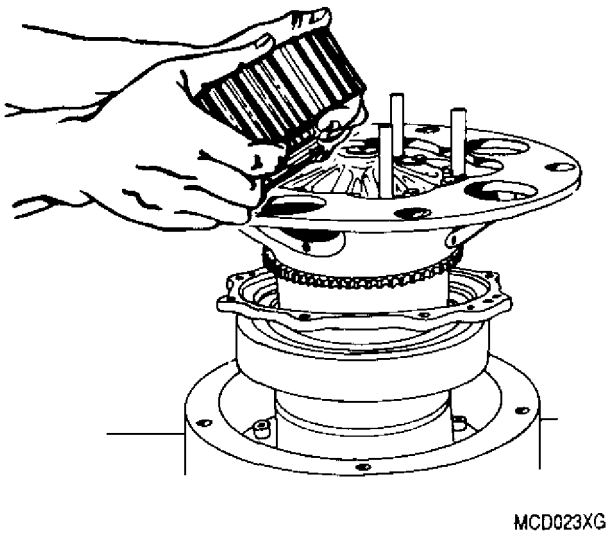

Figure 14. Installing Planet Gear and Bearing Assembly into Propeller Shaft Flange
g. Remove heater and install planet gear and bearing assemblies into prop shaft flange (figure 14). Take care to match each assembly with the planet gear hole determined in step (b). Ensure ends marked FRONT (on front face) face forward and punch marks on rear face are located as shown in figure 15. If possible, no punch marks should be closer than 50−70° to extreme outward radial position.
(1) Install 6796561 power wrench pivot adapter on the support plate (figure 14).